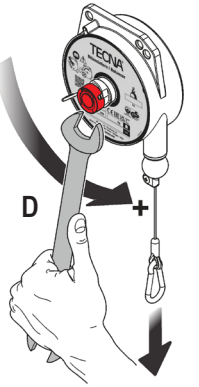
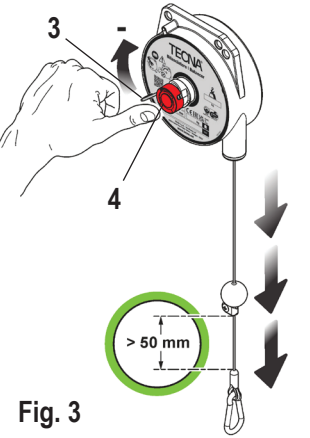

Fig. 2
Fig. 3
Для увеличения грузоподъемности в пределах допустимой, необходимо вращать втулку (4) против часовой стрелки в сторону, обозначенную символом «+» (Рис. 2) с помощью гаечного ключа (D). Для уменьшения грузоподьемности при работе с более легкими грузами необходимо нажать на конец пружины (3) и вручную повернуть ее по часовой стрелке в сторону, обозначенную символом «-» (Рис.3).
Для нахождения точного положения равновесия балансировки поверните ручку регулировки (4) (рис. 2) в требуемом направлении «+» с помощью прилагаемого ключа или нажмите пружину (3) (рис. 3) в направлении «-» до движения веса. Как только это произойдет, постепенно, шаг за шагом, отрегулируйте необходимое положение груза.